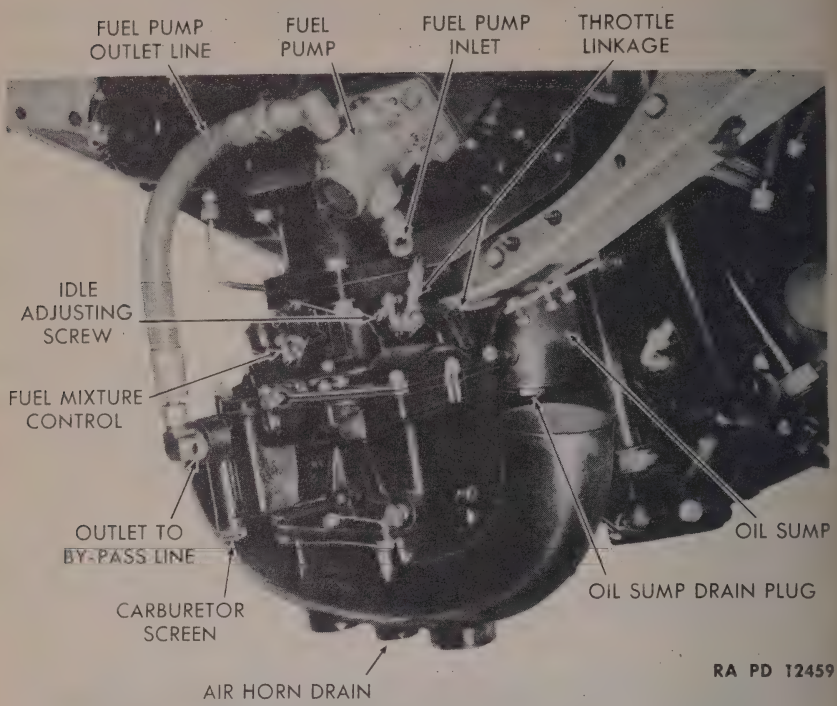

Figure 77—Right Side of Carburetor
(7) Remove the cotter pin and clevis pin from the clevis on the accelerator rod (right side of the carburetor), disconnecting the throttle linkage (fig. 77).
(8) Remove the locking wire (cutting pliers) from the nuts that hold the carburetor to the lower flange of the governor throttle box. While supporting the carburetor, remove the nuts (two 9/16-in. open-end wrenches) and remove the carburetor from the studs.
(1) Install new carburetor on studs, install and tighten nuts, and install locking wire.
(2) Install accelerator rod clevis over throttle arm; insert clevis pin and secure with cotter pin.
(3) Install clevis on fuel cut-off solenoid switch rod over fuel cut-off arm. Insert clevis pin and secure with cotter pin.
(4) Connect the fuel bypass return line into the elbow on the carburetor.
(5) Connect oil dilution line to oil dilution valve.
(6) Connect fuel line from fuel pump to elbow on carburetor.
(7) Remove tape or cloth from air horns; slip air intake bellows connections over air horns and tighten clamps.
e. Adjustment (fig. 77).